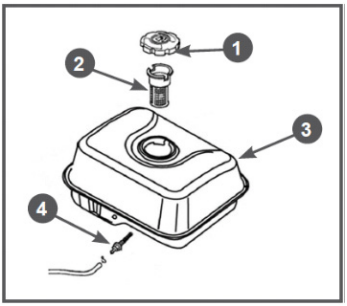
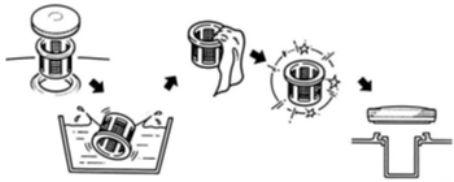

Рис. 24 Обслуживание топливных фильтров
Рис. 25 Обслуживание фильтра топливного бака
В топливном баке установлены два сетчатых топливных фильтра. Один фильтр устанавливается в заливной горловине топливного бака. Второй фильтр конструктивно объединен со штуцером топливного бака и установлен внутри бака (Рис. 24).
Топливный фильтр 2 (Рис. 24), установленный в горловине бака, проверяйте при каждой заправке бака топливом. При необходимости вынимайте сетчатый фильтр из бака и производите его очистку (Рис. 25). Регулярно проверяйте
Через каждые 300 часов работы необходимо производить очистку топливного бака от грязи и конденсата. Одновременно с очисткой топливного бака необходимо проверять и очищать фильтр 4, установленный внутри бака (Рис. 24). Поврежденный или сильно загрязненный фильтр необходимо заменить.
3. Выкрутите из топливного бака выходной штуцер 4 и произведите его очистку (Рис. 24). Внимательно осмотрите сетчатый фильтр. При обнаружении механических повреждений замените штуцер топливного бака.